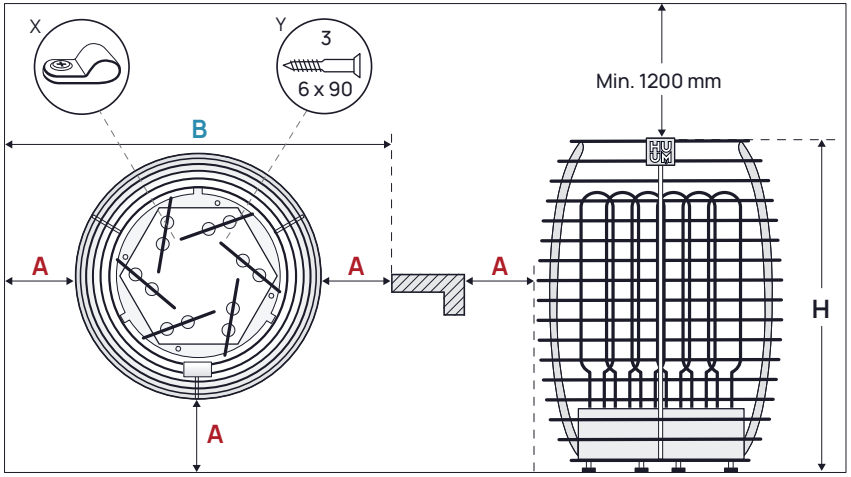

Abbildung 1 Platzierung des Saunaofens
- Überprüfen Sie, ob an der Einbaustelle des Saunaofens die minimalen Sicherheitsabstände eingehalten worden sind? Die minimalen Sicherheitsabstände der Decke der Schwitzstube und der Wände finden sie in der **Tabelle 1** und in der **Abbildung 1.**